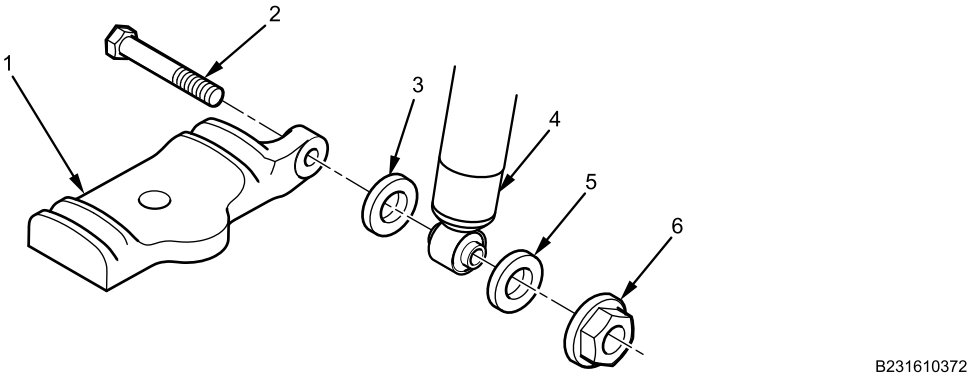

Figure 14. Shock Absorber Lower Mount.
13. Install shock absorber bolt (Figure 14, Item 2), washer (Figure 14, Item 3), shock absorber (Figure 14, Item 4), washer (Figure 14, Item 5), and nut (Figure 14, Item 6) on U-bolt seat (Figure 14, Item 1). Torque shock absorber nut (Figure 14, Item 6) to 135-165 lb-ft (183-224 N•m).